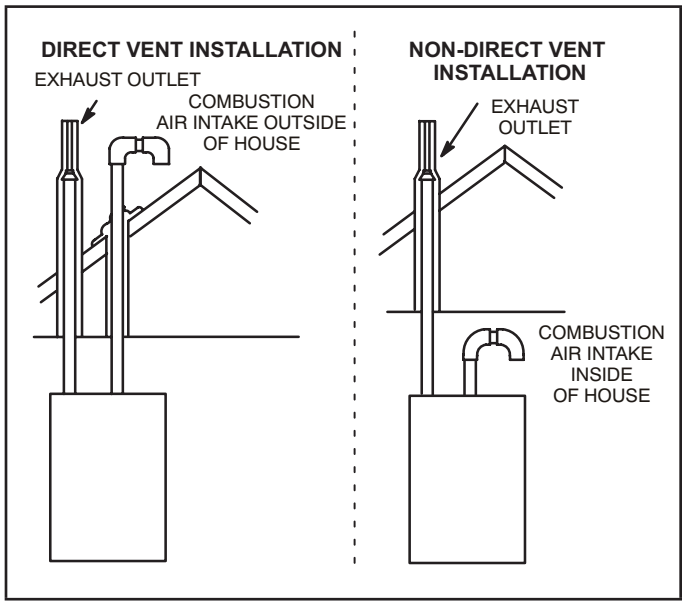
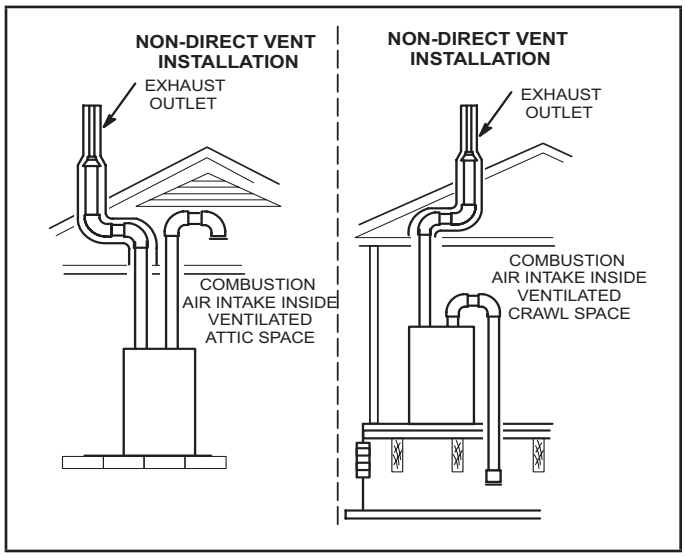

**FIGURE 1**
**FIGURE 2**
***NOTE -*** *In Direct Vent installations, combustion air is taken from outdoors and flue gases are discharged outdoors. In Non-Direct Vent installations, combustion air is taken from indoors or ventilated attic or crawlspace and flue gases are discharged outdoors. See FIGURE 1 and FIGURE 2 for applications involving roof termination.*